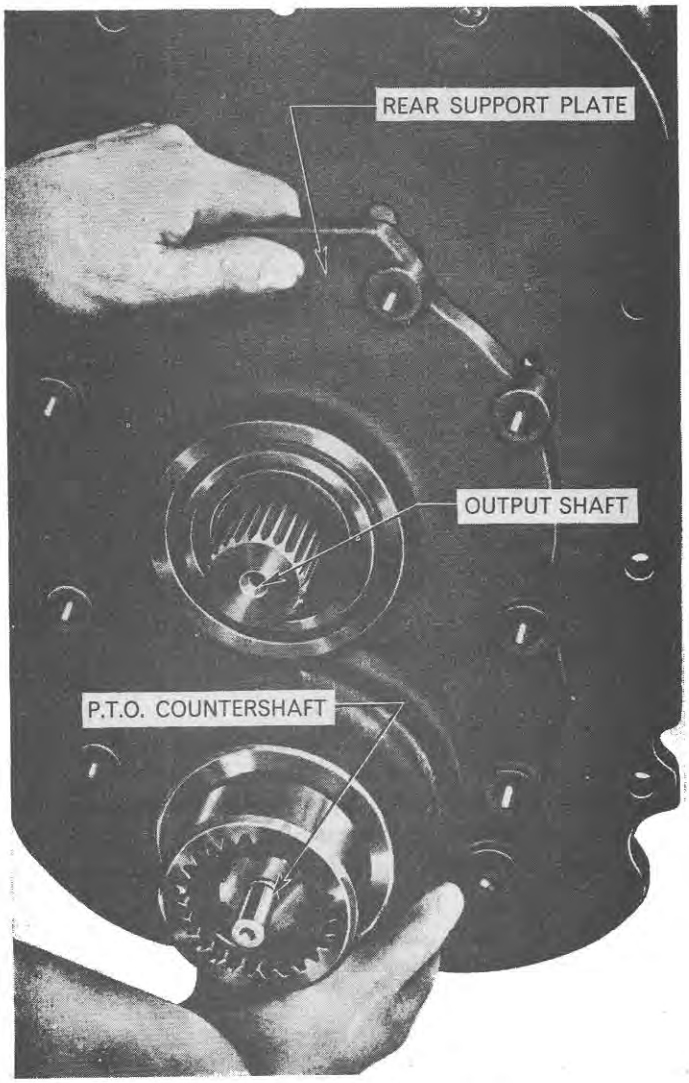

Figure 16
3. Remove the rear support plate and P.T.O. countershaft as an assembly, Figure 16.